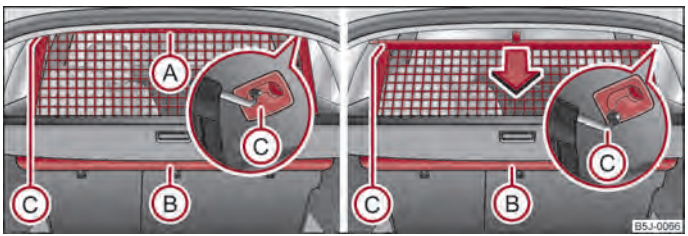

Fig. 53 Estrazione / avvolgimento della rete di separazione bagagli
– Afferrare la linguetta Ⓐ ed estrarre la rete di separazione bagagli dall'alloggiamento Ⓑ in direzione dei supporti Ⓒ ⇒ fig. 53.
– Tirare leggermente indietro la barra trasversale prima su un lato e poi dall'altro ed estrarla dagli alloggiamenti Ⓒ ⇒ fig. 53.